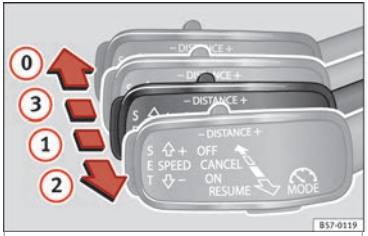

Fig. 178 On the left of the steering column: third lever for operating the Adaptive Cruise Control.
- Pull the lever to position (1) ››› **Fig. 178**. **ACC standby** will be shown on the instrument panel display.